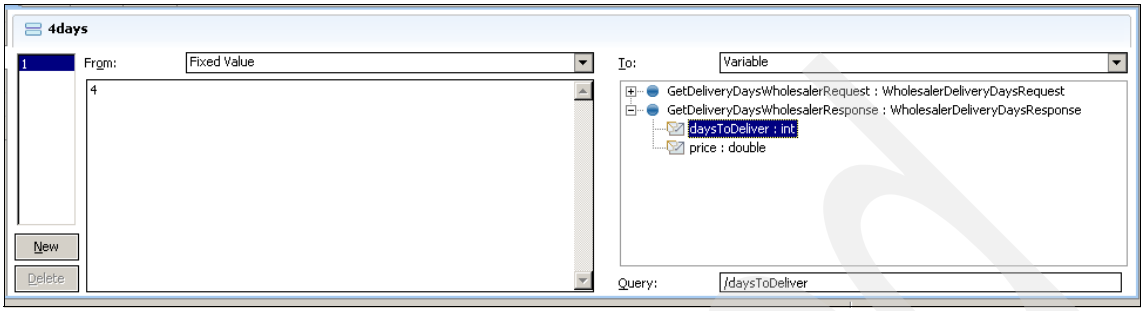

Figure A-58 The completed assign activity
28. As shown in Figure A-58, in the To side, expand **GetDeliveryDaysWholesalersResponse** and highlight **daysToDeliver**. On the From side, type 4.